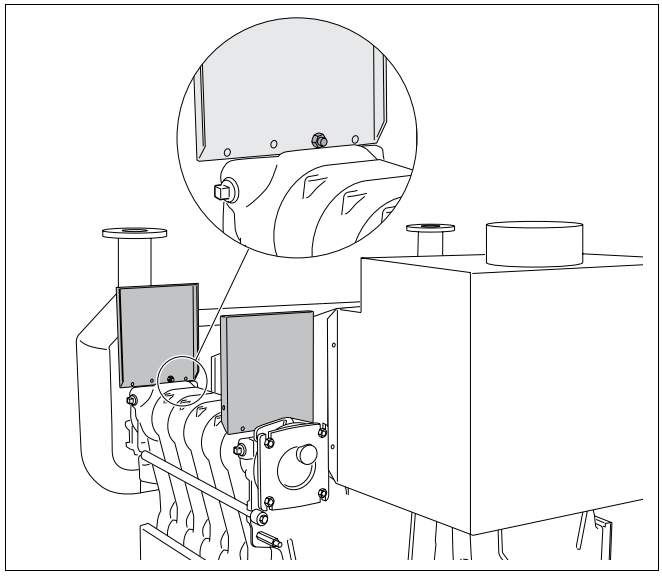

Afb. 44 Consoles monteren
- Schroef de vier consoles op de eindelementen van de beide ketelblokken met een schroef M8 x 35 en een moer met schijf erop geperst. De open zijde van de consoles moet naar binnen wijzen. De consoles steken aan de buitenzijde uit (afb. 44).